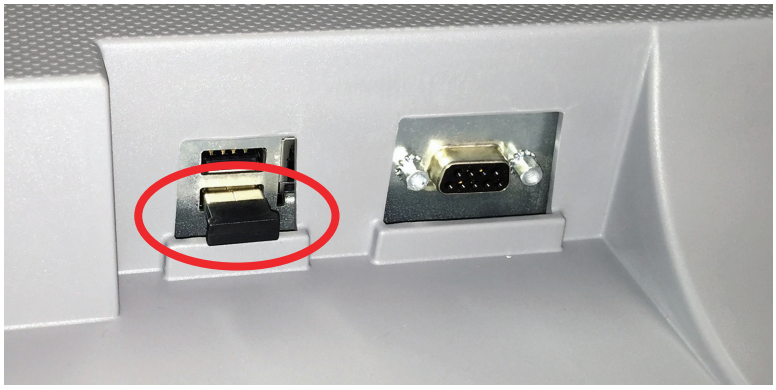

Figure IS-22 Bluetooth Installed
7. Install the Bluetooth USB into the ClearChart. Then power ON the ClearChart. Refer to Figure IS-22.